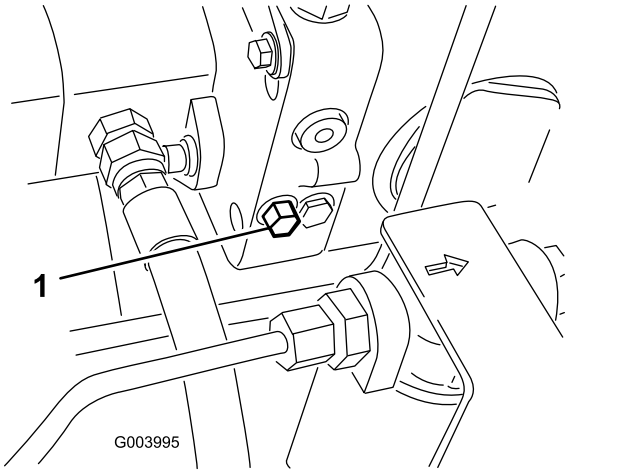

Figur 55
1. Vri bolten halvannen omdreining for å åpne den og la olje gå utenom internt (Figur 55).